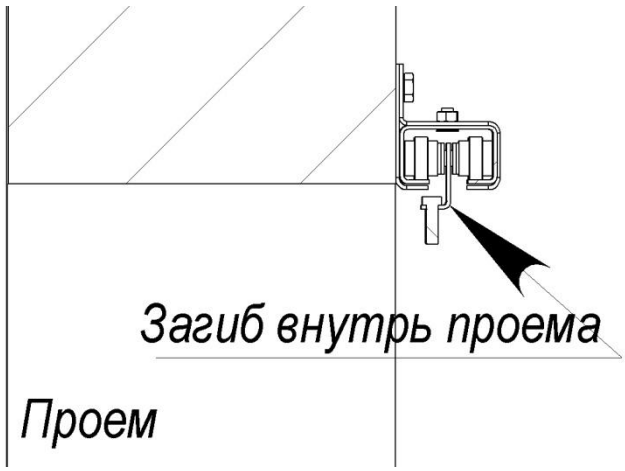

Рис.16. Расположение каретки в направляющей
4) Произвести установку кареток с ножничным механизмом в направляющую (рис15). При этом есть возможность сначала установить каретки, а потом ножничный механизм. *Загиб кареток должен быть направлен в проем (рис.16).*